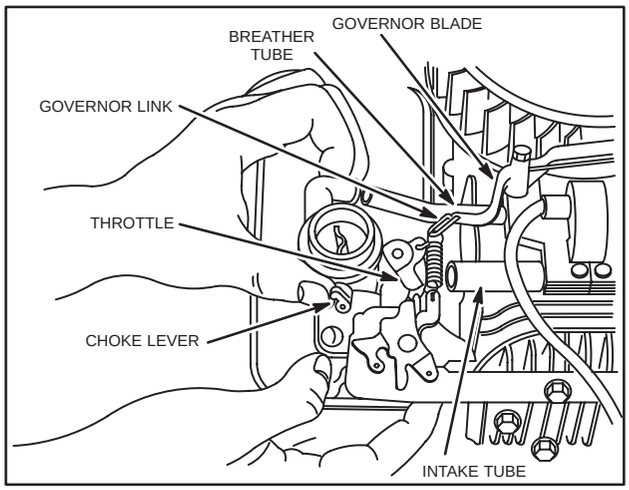

Fig. 249 – INSTALL CARBURETOR AND TANK ASSEMBLY
4. Hold choke lever as shown in Fig. 249, so it does not catch on control plate.